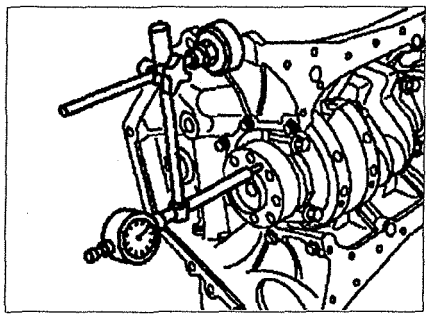

Рис. 2.66. Проверка осевого зазора в подшипниках коленчатого вала. (стр. 107)
5. Измерьте осевой зазор в подшипниках коленчатого вала (см. рис.2.66). Если полученное значение определено с допустимым отклонением, откорректируйте осевой зазор путем установки регуляторов осевого зазора необходимой толщины.